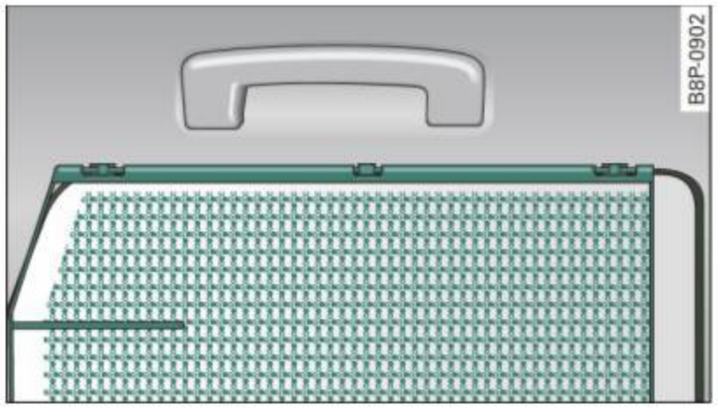

Fig. 58 Rear side window: sun blind extended
– Pull the shade upward out of the door sill and engage in the hooks located at the top of the door frame ⇒ fig. 58. ■